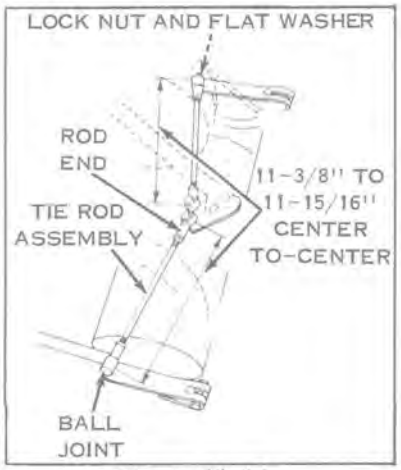

Figure 11-1A
c. Remove lock nut and flat washer from ball joint. See Figure 11-1A.